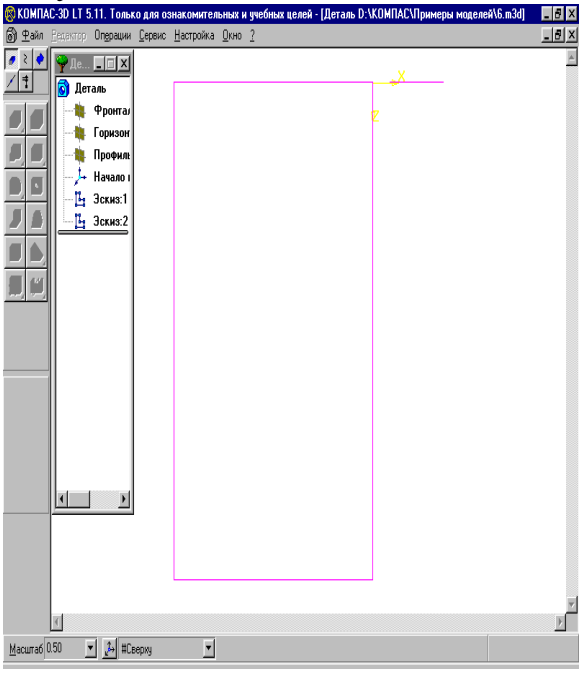

Рис. 4.8. Замкнутая траектория Прямоугольник, **Горизонтальная плоскость**, вид **Сверху**. Масштаб отображения 0,5.
3.7. Установите масштаб отображения 0,5. Постройте траекторию Прямоугольник, как показано на рис. 4.8.